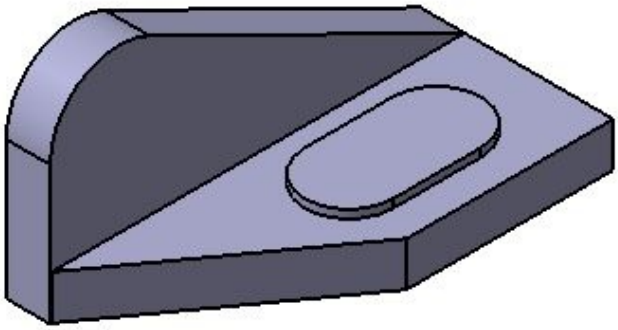

Figure 5-75 *Model after creating the third feature*
4. Set **16** in the **Length** spinner and choose the **OK** button from the dialog box to create the feature, as shown in Figure 5-75. You can choose the **Reverse Direction** button to change the direction of extrusion.